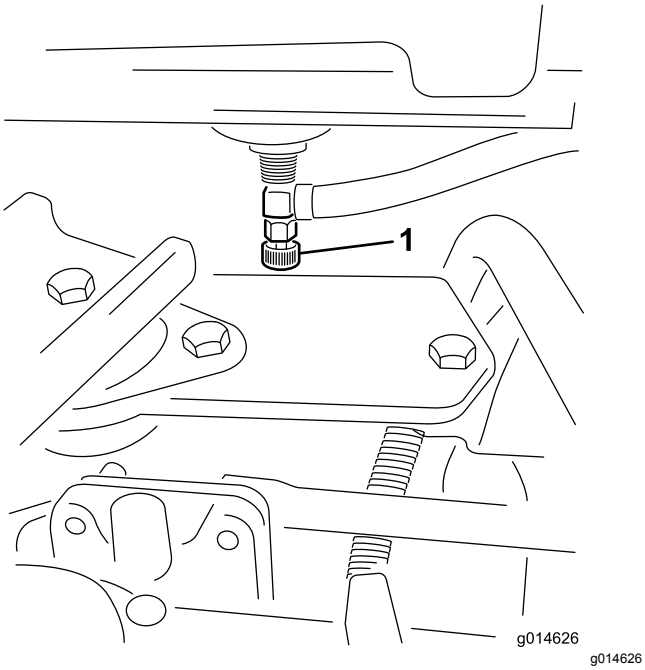

Figuur 32
1. Sluit de brandstofafsluitklep (Figuur 32) onder de brandstoftank.